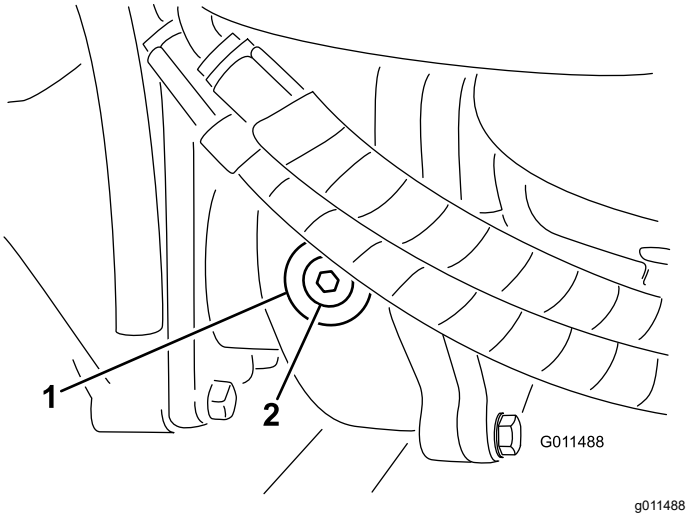

**Figur 108**
2. Fjern kontroll-/påfyllingspluggen på den ene enden av girkassen (Figur 108), og kontroller at oljen når opp til bunnen av hullet. Hvis nivået er lavt, fyll på nok smøremiddel til at nivået når opp til bunnen av hullet.